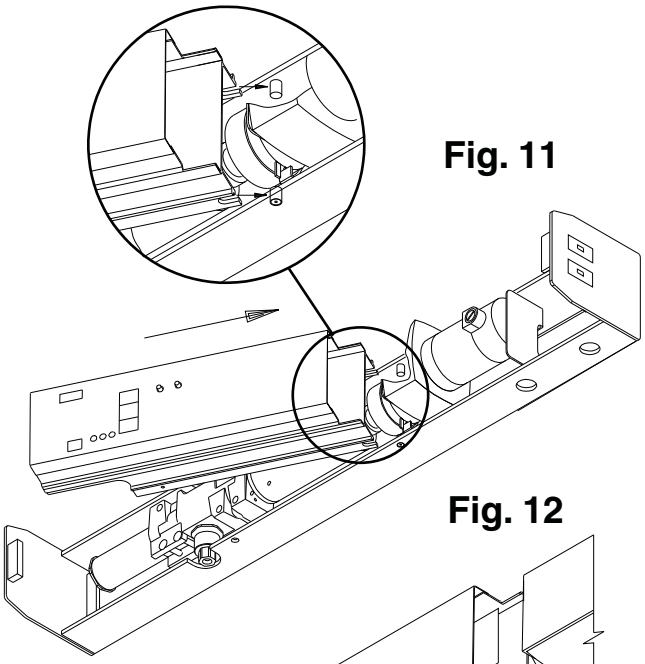

Fig. 11
1. **MOUNT CONTROLLER TO OPERATOR ASSEMBLY:** Locate controller assembly in shipping carton. Position the controller as shown in **Fig. 11**. Slide onto mounting plate assembly, guiding cut-outs in controller onto mounting pins as shown.